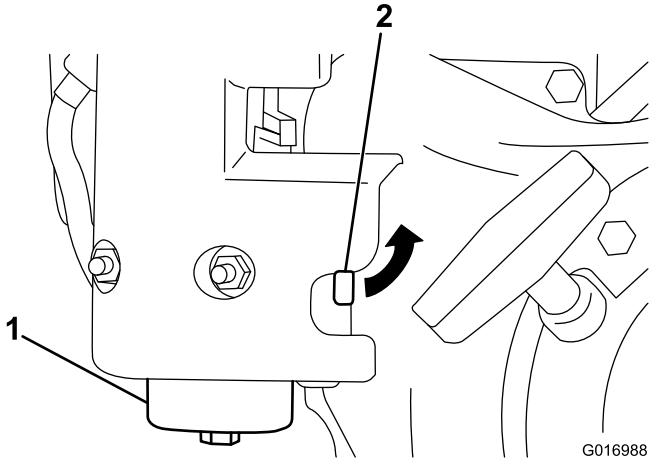

**Rysunek 28**
1. Zamknij zawór odcinający dopływ paliwa i odkręć miskę z obudowy filtra (Rysunek 28).